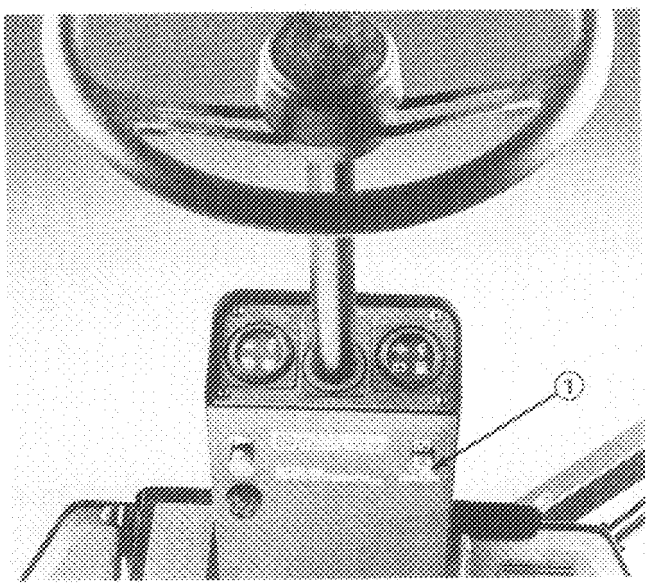

Figure 13
1. Apply parking brake, turn ignition key ON. Push warning indicator light button (Fig. 13). All lights should illuminate and the alarm will sound.